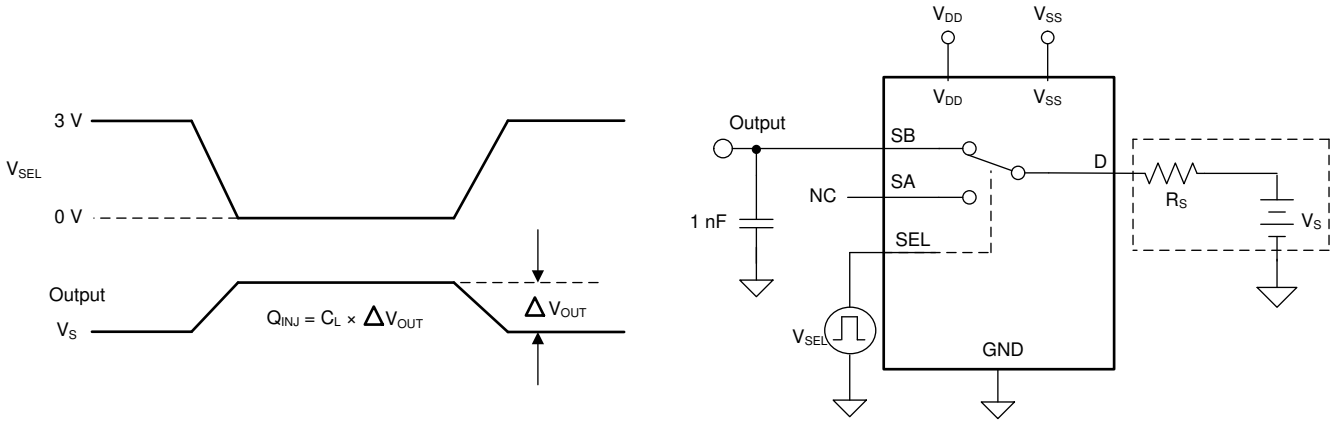

Figure 6-6. Charge-Injection Measurement Setup
The TMUX6136 have a simple transmission-gate topology. Any mismatch in capacitance between the NMOS and PMOS transistors results in a charge injected into the drain or source during the falling or rising edge of the gate signal. The amount of charge injected into the source of the device is known as charge injection, and is denoted by the symbol Q_{INJ}. Figure 6-6 shows the setup used to measure charge injection from drain (D) to source (Sx).